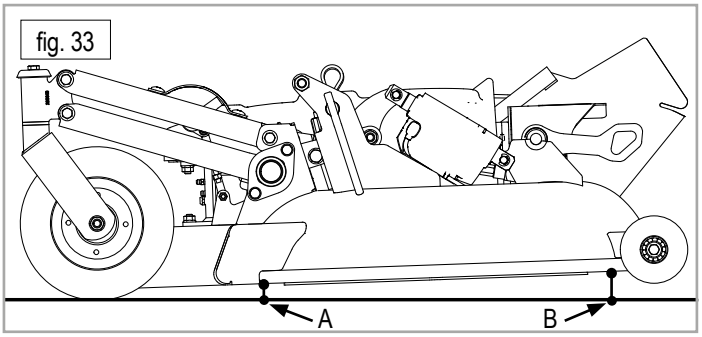

fig. 33
1. vérifier la pression correcte des pneus (1,5 bar), vérifier la distance entre le bord du bac et le sol aux points indiqués (fig. 33)